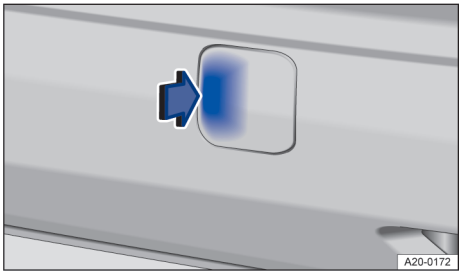

Fig. 187 Dans le pare-chocs arrière, côté droit : retrait du cache
Sur les *véhicules sans dispositif d'attelage de première monte*, la fixation destinée à l'œillet de remorquage à visser se trouve derrière un cache dans le pare-chocs arrière, côté droit → fig. 187.
2. Pour désolidariser le crantage du cache, appuyez sur la zone repérée du cache dans le sens de la flèche → fig. 187.